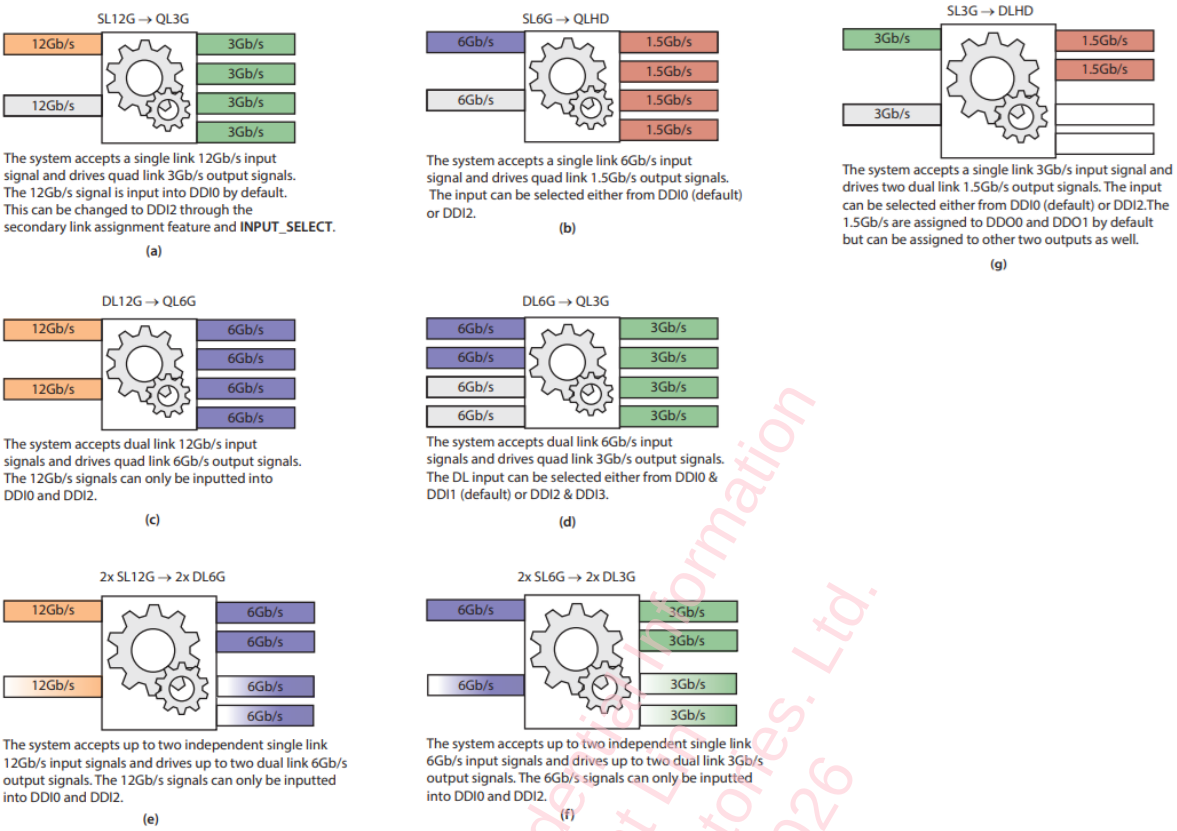

Figure 3-7: DEMUX Conversion Modes
In DEMUX Mode, conversion modes are illustrated in Figure 3-7. Conversion modes can be selected either manually (default) or a semi-auto option can be selected using register **MANUAL_RATE** bit **SDI_AUTO_MODE_EN**.
- In Figure 3-7, e) and f), solid coloured inputs use path DM0 and gradient coloured inputs use path DM1. See Section 3.4.4.2 for further details.